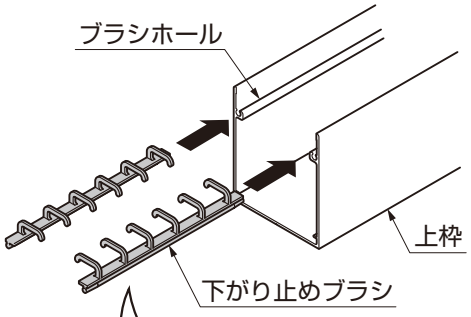

図6-3
①下がり止めブラシを上枠両側のブラシホールに同数挿入してください。（図6-3参照）